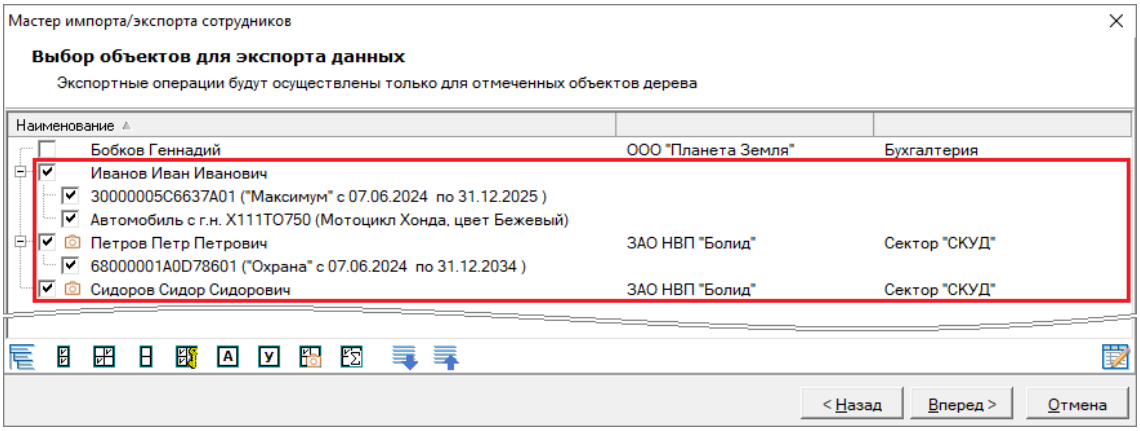

Рисунок 15-37 Выбранные для экспорта данных объекты
- выберите объекты, для которых будут осуществлены экспортные операции (см. Рисунок 15-37) – установкой флагов в соответствующих чекбоксах объектов (вручную или при помощи кнопок панели инструментов выбора объектов для экспорта данных, см. п. 15.5.3.2);